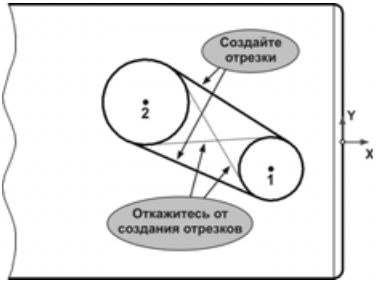

Рис. 5.198
- Создайте только внешние касательные отрезки (рис. 5.198). Для этого нажмите два раза кнопку **Создать объект** на панели специального управления.